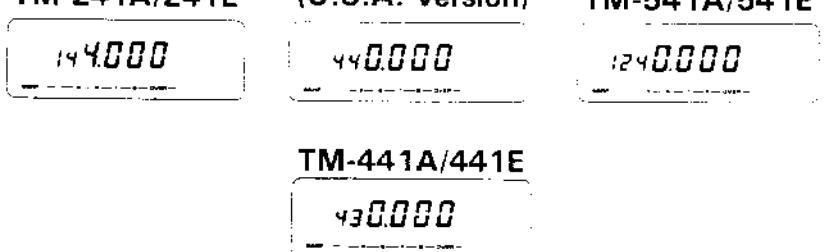

Fig. 1
2. Encienda la fuente de alimentación de CC y el interruptor de red del transceptor. La micropantalla aparecerá como se indica en la Fig. 1. Además se encenderán algunos indicadores de controles y de botones.
> Si la micropantalla no aparece como se indica en la Fig. 1, inicialice el microprocesador siguiendo el procedimiento que se da en Inicialización de la Memoria del Microprocesador, página 78.